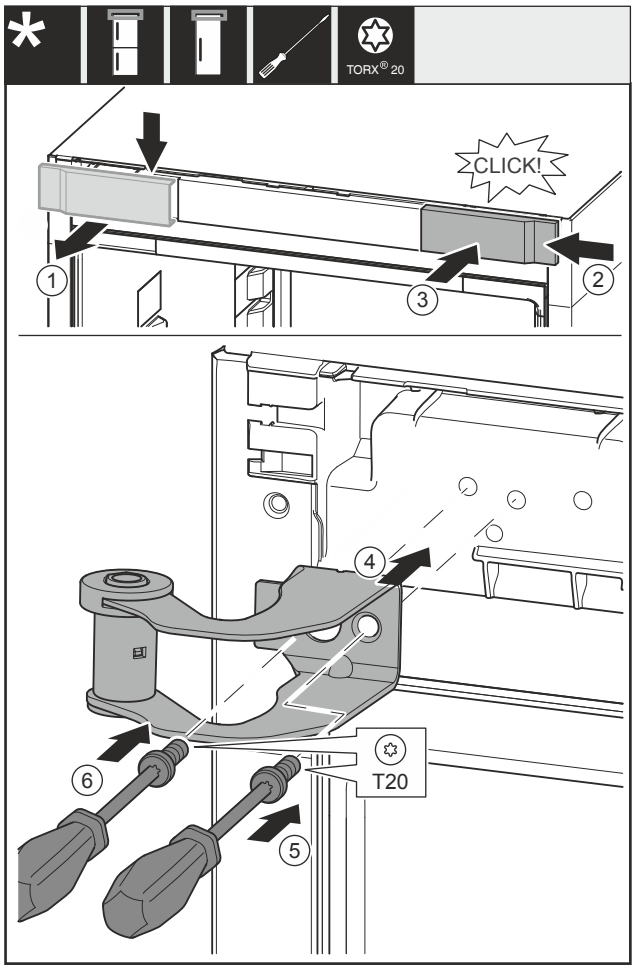

Fig. 17
▶ Remove the cover *Fig. 17 (1)* from above towards the front.
▶ Turn the cover *Fig. 17 (2)* by 180° and attach to the other side from the right.
▶ Engage the cover *Fig. 17 (3)*.
▶ Place the top swap bearing block *Fig. 17 (4)*.
▶ Screw the screw *Fig. 17 (5)* tight.
▶ Screw the screw *Fig. 17 (6)* tight.